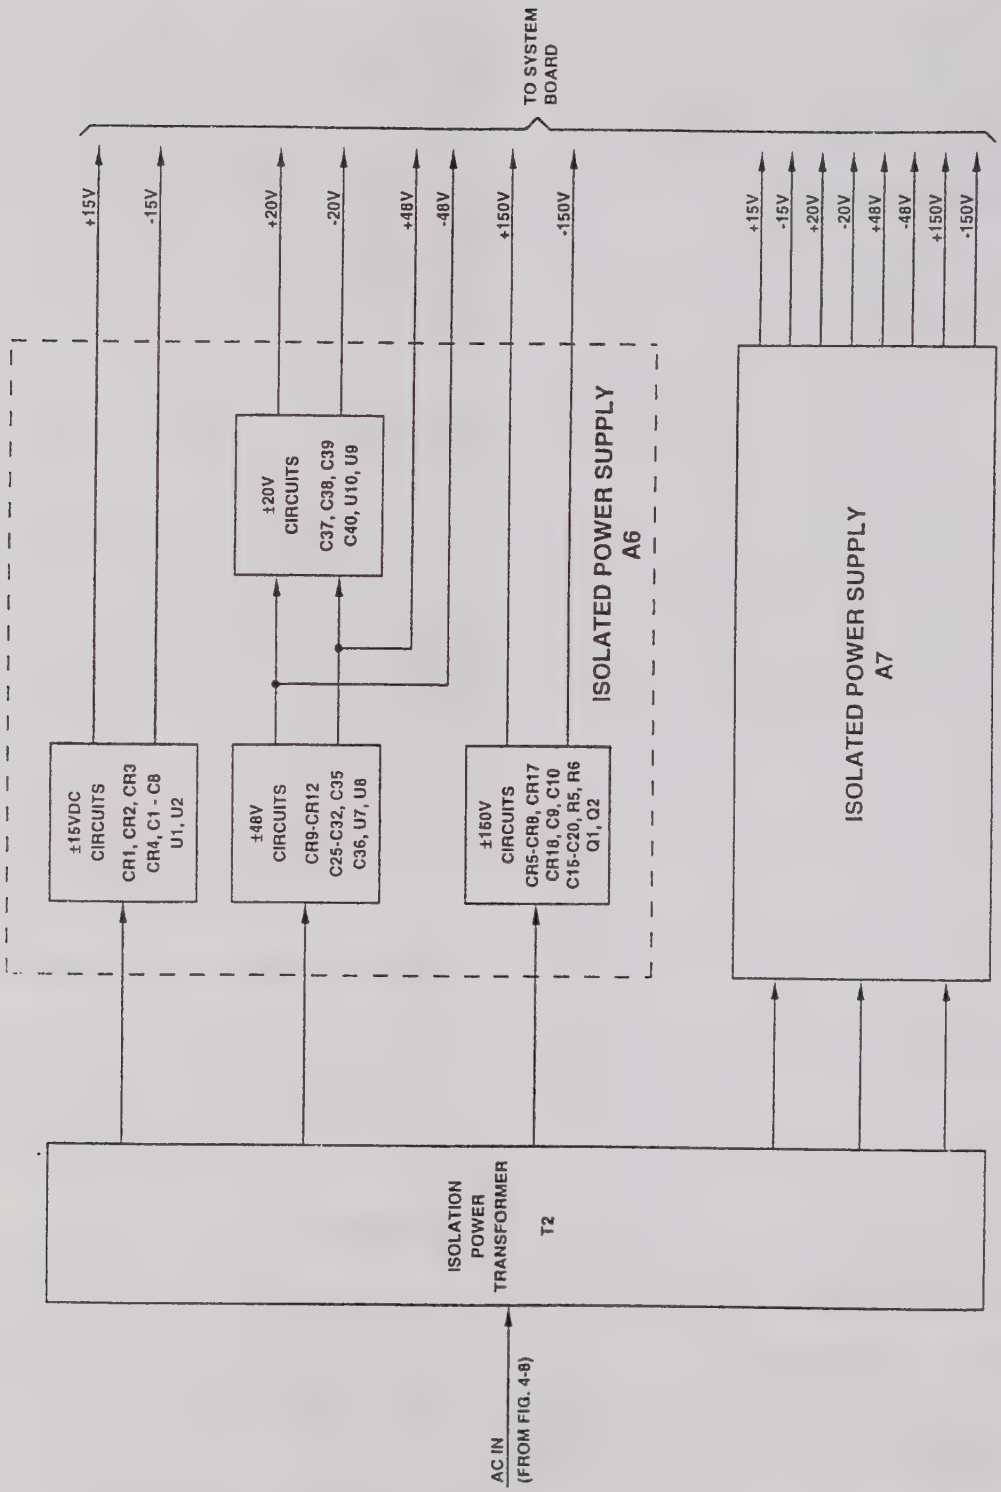

Figure 4-9. Isolated Power Supply, Block Diagram
4.4.6 **ISOLATED POWER SUPPLIES (Figure 4-9, 7-6)**